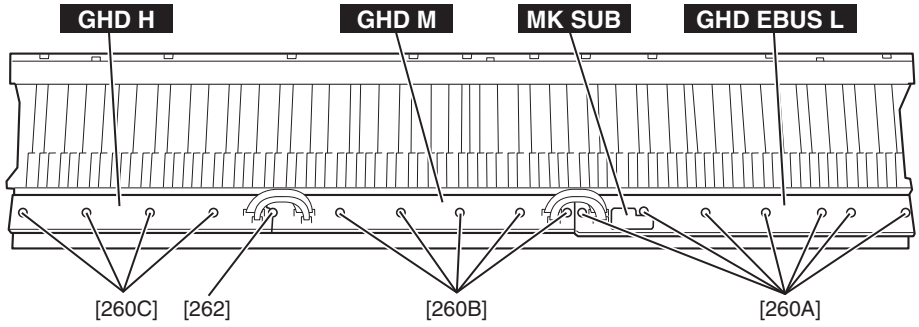

Fig. 18（図18）
Remove the seven (7) screws marked [260A]. The GHD EBUS L and MK SUB circuit boards can then be removed. (Fig. 18, Photo 5)
Remove the five (5) screws marked [260B] and the screw marked [262]. The GHD M circuit board can then be removed. (Fig. 18)
Remove the four (4) screws marked [260C] and the screw marked [262]. The GHD H circuit board can then be removed. (Fig. 18)
[260A] のネジ 7 本を外して、GHD EBUS L シートと MK SUB シートを外します。(図 18、写真 5)
[260B] のネジ 5 本と [262] のネジ 1 本を外して、GHD M シートを外します。(図 18)
[260C] のネジ 4 本と [262] のネジ 1 本を外して、GHD H シートを外します。(図 18)
Tighten the seven (7) screws marked [260A] to fix the GHD EBUS L, MK SUB circuit boards. (Fig. 18)
Tighten the five (5) screws marked [260B] and the screw marked [262] to fix the GHD M circuit board. (Fig. 18)
Tighten the four (4) screws marked [260C] and the screw marked [262] to fix the GHD H circuit board. (Fig. 18)
GHD EBUS L シートと MK SUB シートを取り付け、[260A] のネジ 7 本を取り付けます。( 図 18)
GHD M シートを取り付け、[260B] のネジ 5 本と [262] のネジ 1 本を取り付けます。( 図 18)
GHD H シートを取り付け、[260C] のネジ 4 本と [262] のネジ 1 本を取り付けます。( 図 18)